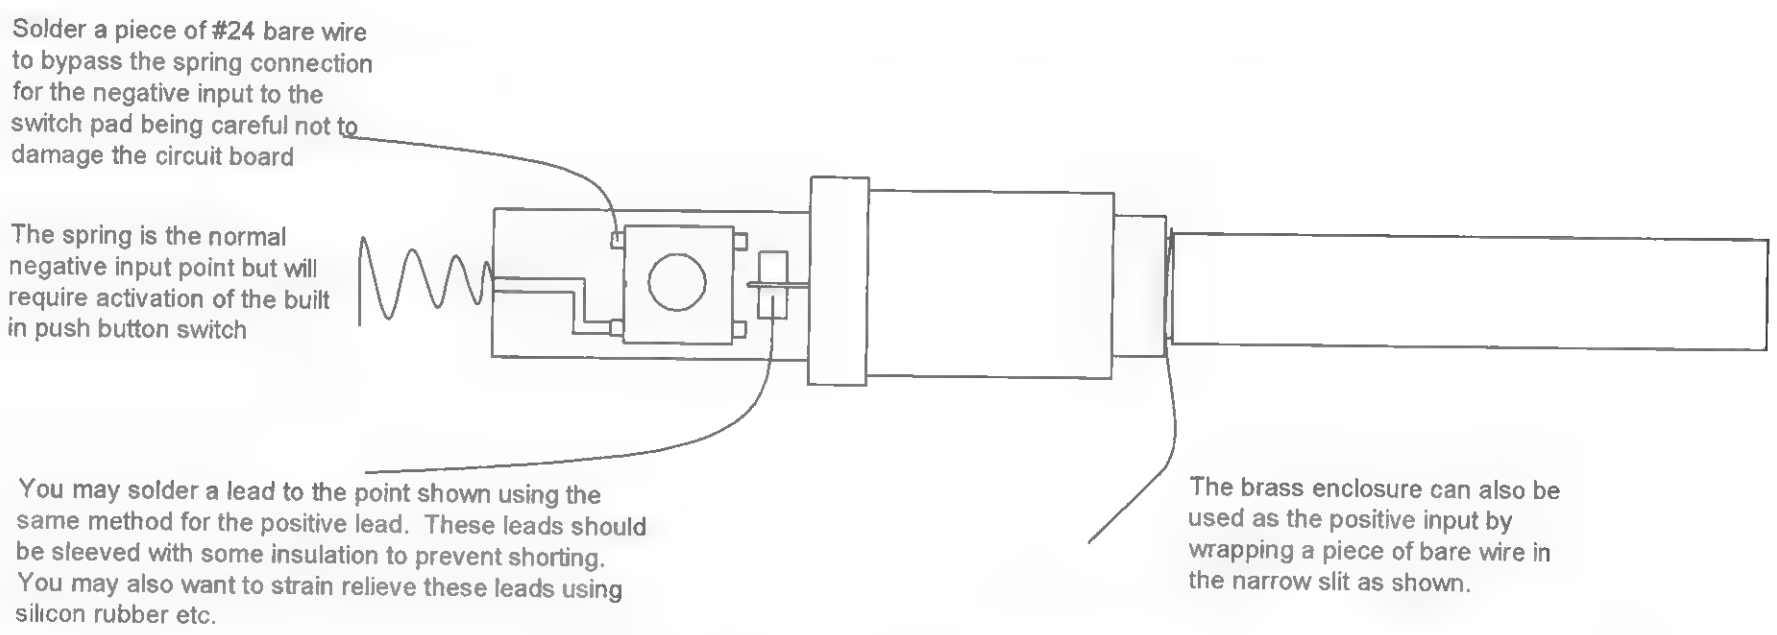

Figure 3-2 *Laser module rework*
1. Rework the laser module (LM1) as shown in Figure 3-2.